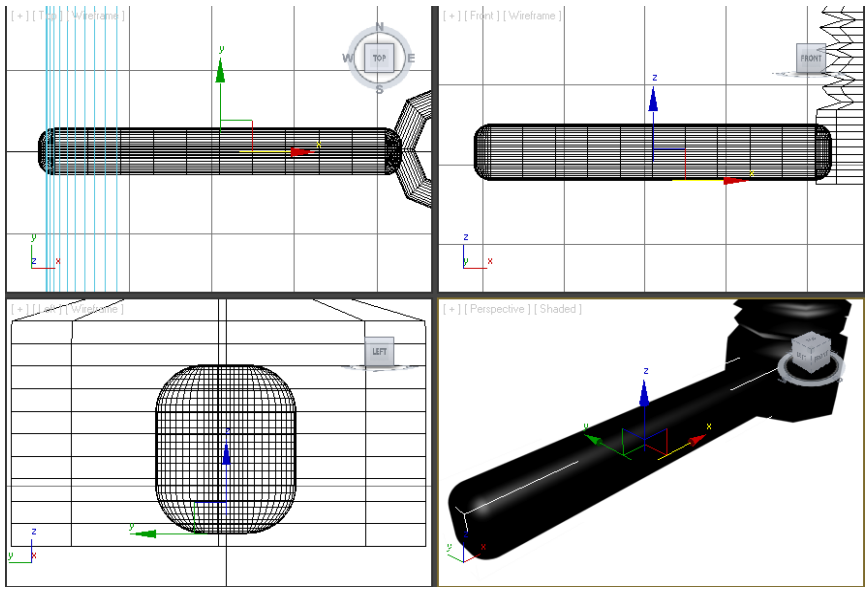

Figure 3-80 *The leg01 after invoking the* ***Zoom Extents All Selected*** *tool*
1. First, make sure that the *leg01* is selected, and then invoke the **Zoom Extents All Selected** tool; the *leg01* is zoomed in all viewports, as shown in Figure 3-80.